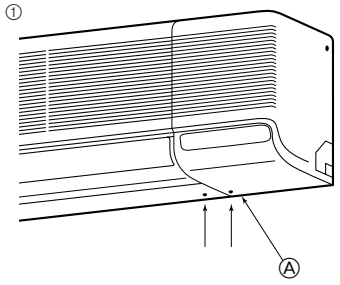

Fig. 3-5
1) Tuyautage arrière, droit et inférieur (Fig. 3-5)
① Déposer le panneau latéral droit.
① Déposer le panneau latéral.